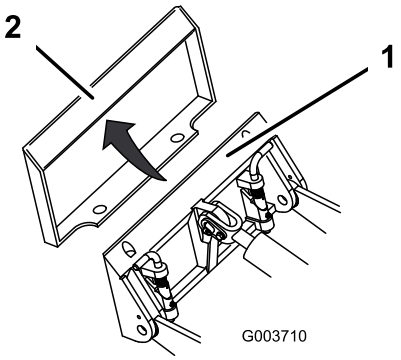

Figur 25
4. Stick in fästplattan i det övre fästet på redskapets kopplingsplatta (Figur 25).